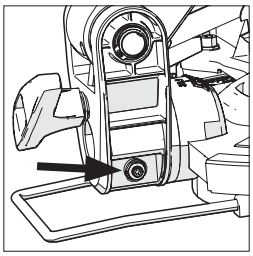

Fig. 11
- Use a chave sextavada para apertar ou desapertar o parafuso de ajuste **(Fig. 11)**.